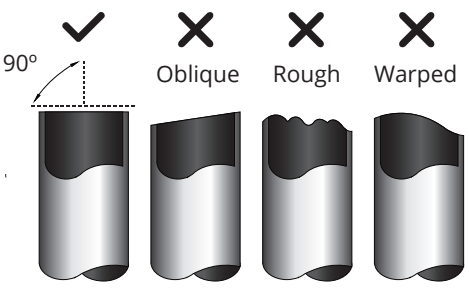

Fig. 7.4
1. Asigurati-va ca unghiul de taiere este de 90°, perfect. Consultati fig. 7.4 pentru exemple de taiere imperfecta.